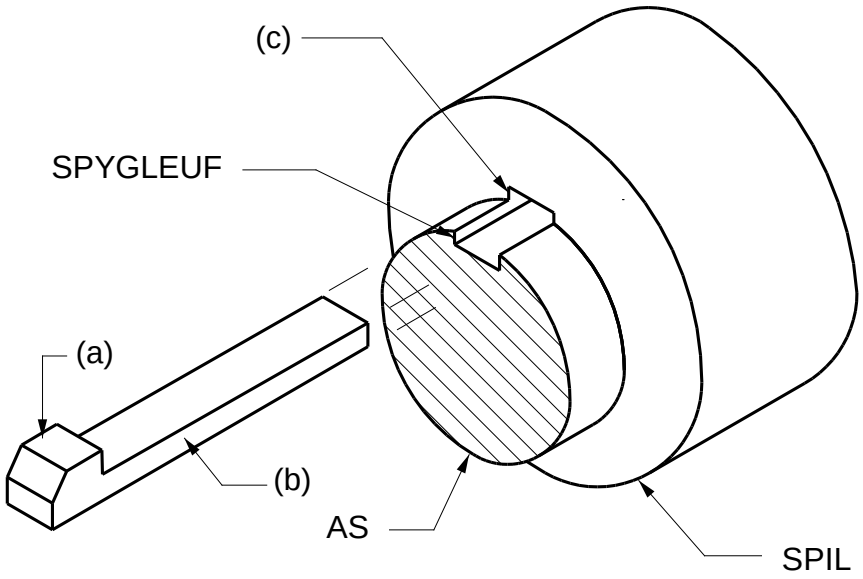

FIGUUR 1
1.2 Teken die gegewe aansig in FIGUUR 1 in goeie proporsie, volgens die benaderde gegewe grootte, met jou vrye hand oor. (3)